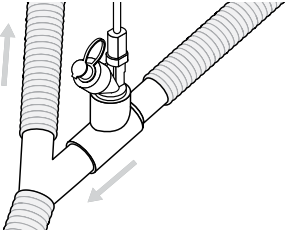

Afbeelding 5. De Aerogen Solo aansluiten op een ademhalingscircuit voor volwassenen
1. Bij **ademhalingscircuits voor volwassenen** van 22 mm moet de vernevelaar met het T-stuk voor volwassenen worden aangesloten op de inademingstak van het ademhalingscircuit vóór het Y-stuk van de patiënt (Afbeelding 5).
Voor **ademhalingscircuits voor kinderen** van 15 mm moet de vernevelaar met het T-stuk voor kinderen worden aangesloten op de inademingstak van het ademhalingscircuit vóór het Y-stuk van de patiënt, zoals in Afbeelding 5 wordt weergegeven voor het T-stuk voor volwassenen.
De Aerogen Solo is geschikt voor gebruik in ziekenhuizen en de thuiszorg bij mechanisch beademde tracheostomatische patiënten (Afbeelding 5, 7, 8 en 9)